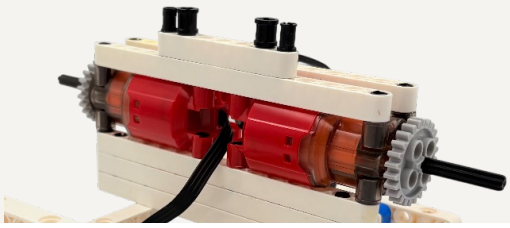

Рисунок 51
Скрепите балку (15) с 2х сторонней балкой и разместите на раме. Вставьте оси в специальные отверстия на двигателях и проденьте по 1 шестерне с каждой стороны (рисунок 51).